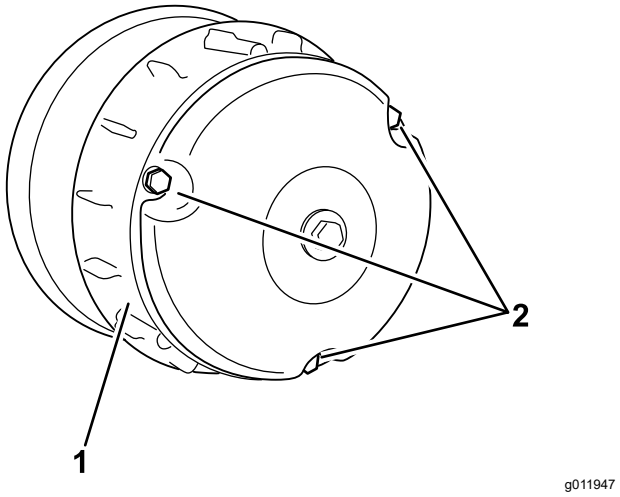

Figur 63
2. Lossa de tre skruvarna som fäster kåpan på kopplingen och ta bort kåpan (Figur 63).
4. Montera kopplingskåpan och fäst den med de tre skruvarna (Figur 63) som avlägsnades i 2.